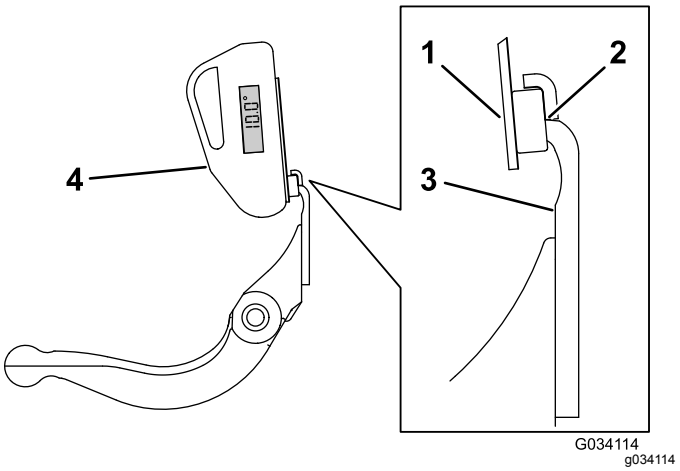

Figur 28
3. Plasser vinkelindikatorfestet på kanten av motstålet slik at kanten på magneten er paret med kanten på motstålet (Figur 28).
4. Plasser vinkelindikatoren på festet som vist i Figur 28.